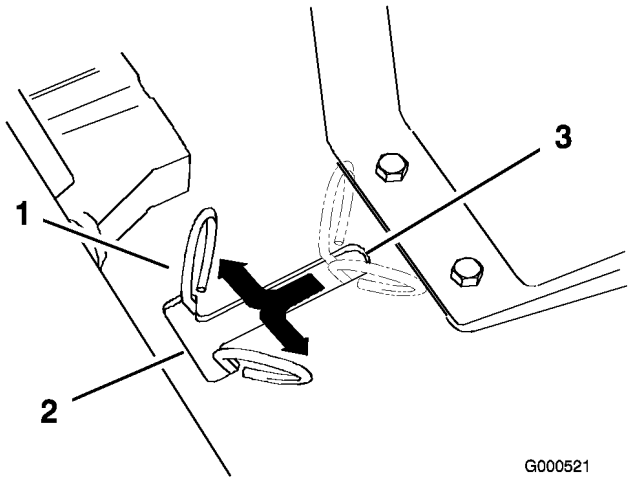

Figure 15
3. Soulevez le siège pour accéder aux leviers de dérivation (Figure 15).
4. Déplacez les deux leviers de dérivation en avant puis vers l'extérieur pour les verrouiller en position, comme illustré (Figure 15).
Déplacez les leviers de dérivation vers l'intérieur puis tirez-les en arrière jusqu'à l'extrémité de la fente (Figure 15).